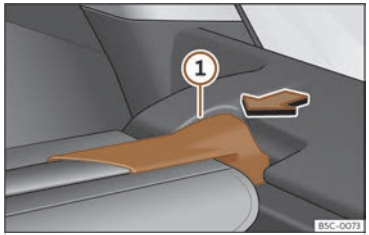

Fig. 189 In the luggage compartment: remove the shelf.
- Press the rear shelf support ››› **Fig. 189** ① in the direction of the arrow.
- Engage the support of the rear shelf ››› **Fig. 189** ① into the housing on the other side.